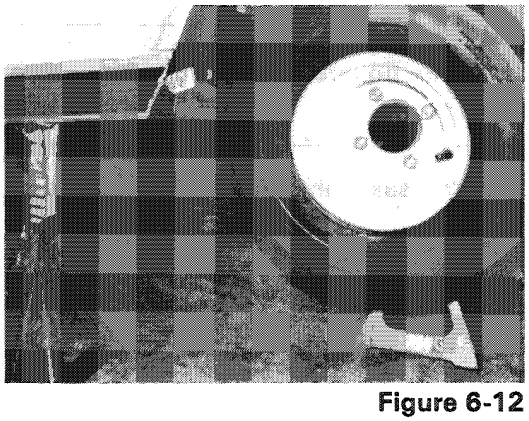
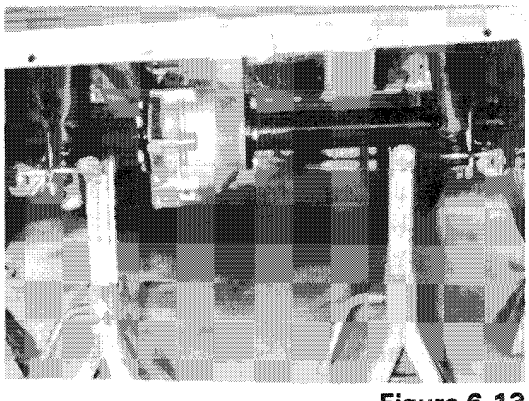

Figure 6-12
Figure 6-13
1. If a chain hoist is available, raise chassis and place jackstands under transaxle. Lower chassis slightly to partially compress leaf spring **(Figure 6-12)**. If floor jack is used, raise transaxle and place two jackstands under frame forward of both front and rear spring mounts. Two more jackstands should be placed under transaxle **(Figure 6-13)**.